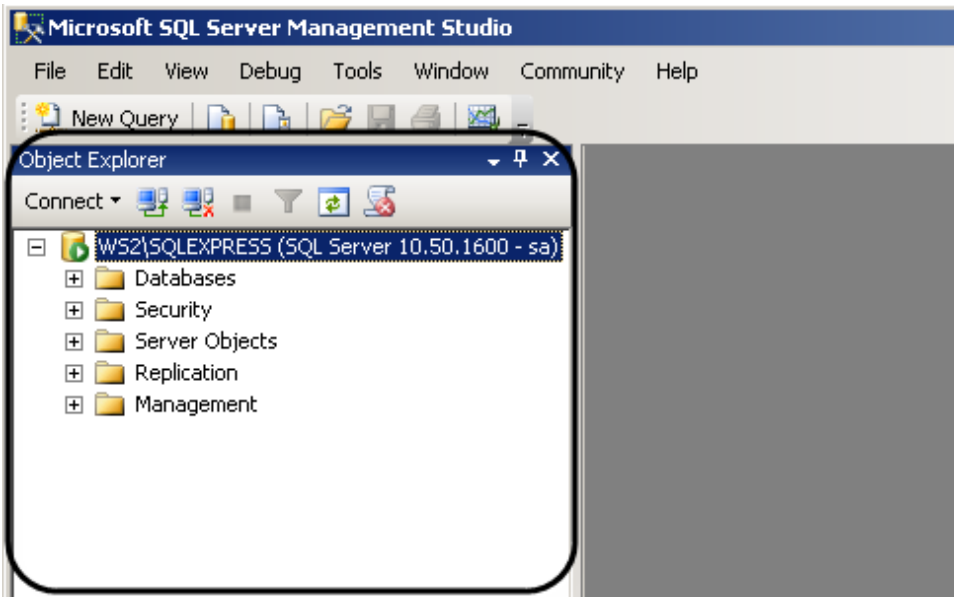

Figure 8.3-20 The "Object Explorer" box
3. Click "Connect" to connect to MS SQL server. If the connection is successful, then the "Object Explorer" box is displayed (Figure 8.3-20).